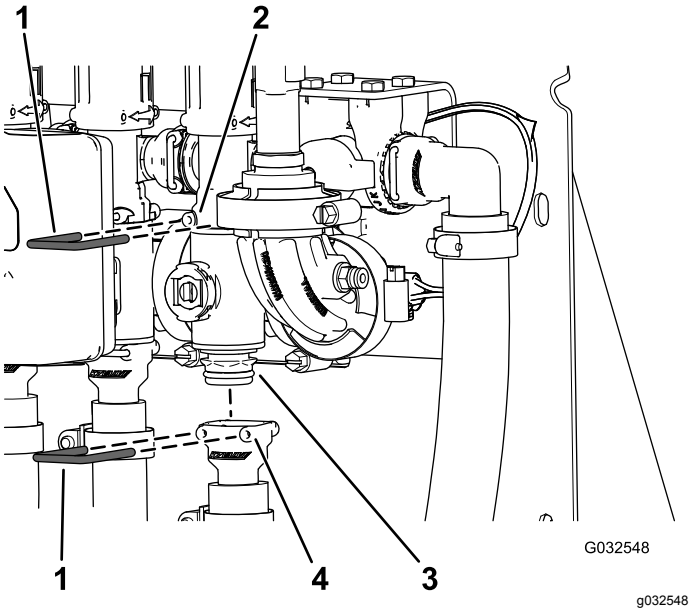

Figur 109
2. Fjern holderen som fester seksjonsventilmanifolden til omløpskoblingen (Figur 109).